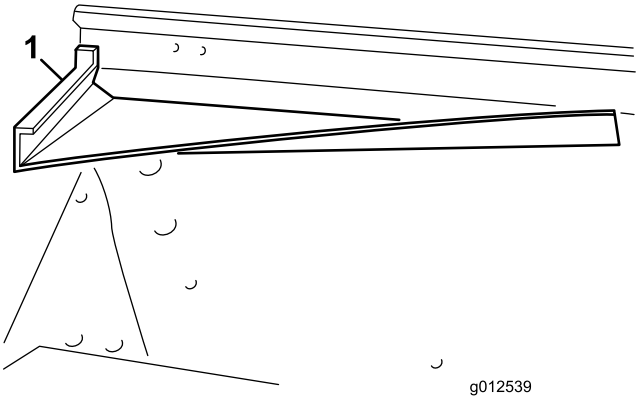
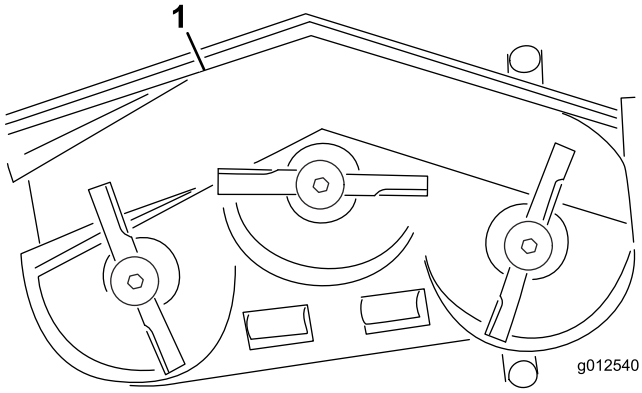
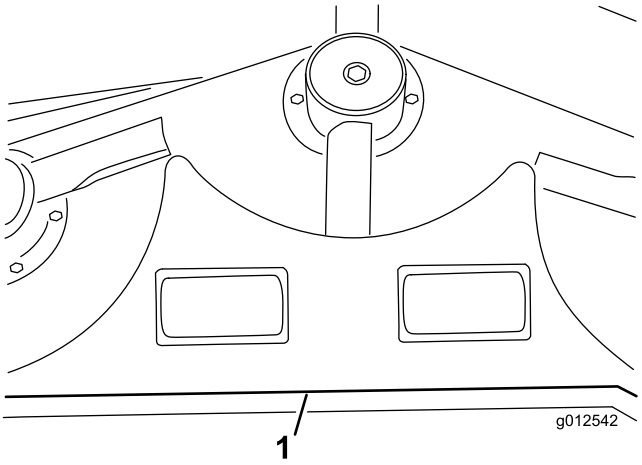
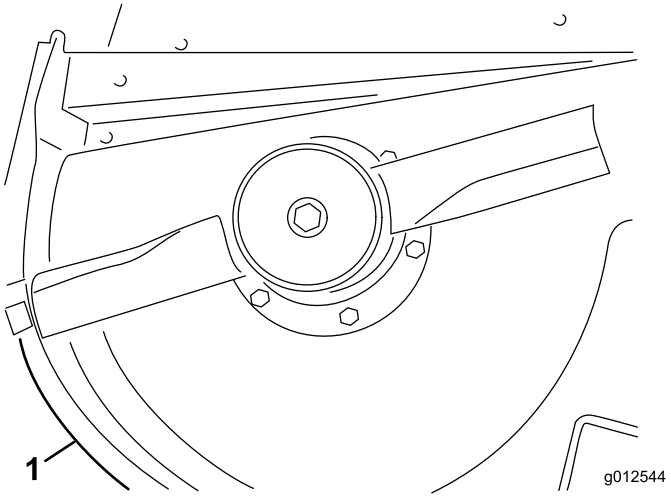

Figur 11
Figur 12
Figur 14
Figur 16
1. Skjut in den främre gräsriktaren i däcket genom att rikta in gräsriktarens ände mot utkastaröppningens kant (Figur 11 och Figur 12).
8. Montera den bakre hyllan i de befintliga hålen på däcket och fäst den med fyra skruvar (3/8-16 x 1 tum) och låsbrickor (3/8 tum) (Figur 14).
9. Rikta in den vänstra hyllan mot den bakre hyllans vänstra ände och däckets kant (Figur 12 och Figur 14).
11. Rikta in den högra hyllan mot den bakre hyllans högra ände och däckets kant (Figur 12 och Figur 16). Använd den vänstra hyllan som mall och märk ut tre hål på däcket, och borra dem sedan 9/32 tum i diameter.